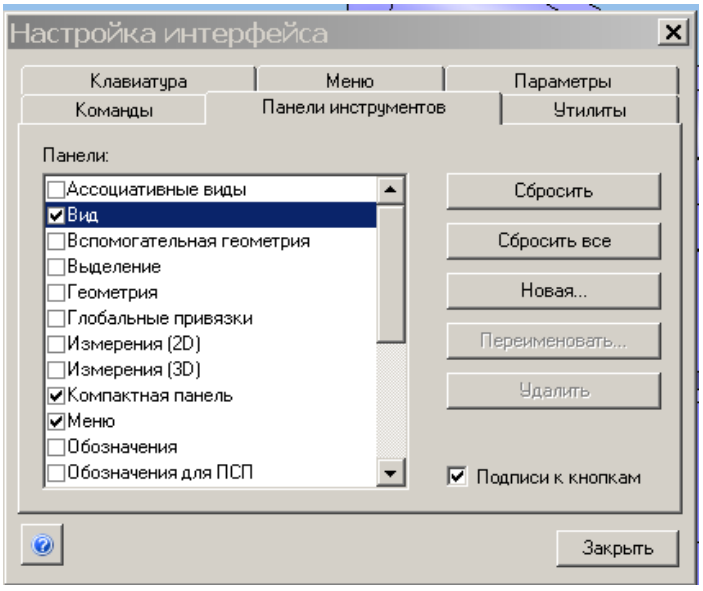

Рис. 1.18. Окно меню **Сервис⇒Настройка интерфейса⇒Панели инструментов**.
- выбрать в списке нужную панель (в нашем случае – это панель **Вид**, рис. 1.18),